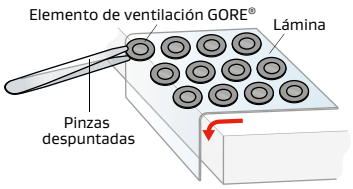

Figura 2: Dispensación manual de un elemento de ventilación adhesivo
- Puede utilizar pinzas despuntadas para retirar con cuidado el elemento de ventilación de la lámina (figura 2).